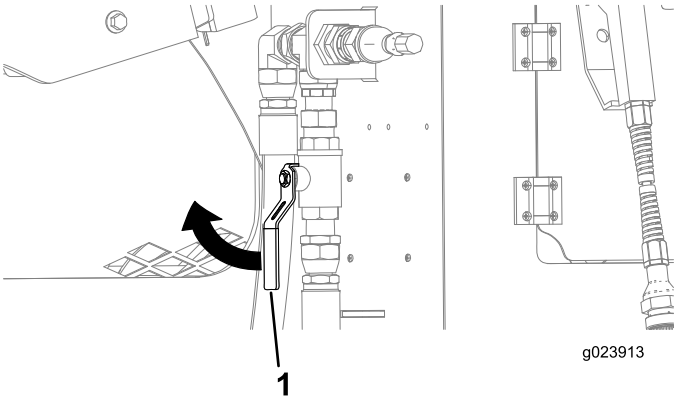

Figure 165
4. Vérifiez que le robinet près du compartiment arrière est en position fermée (Figure 165).